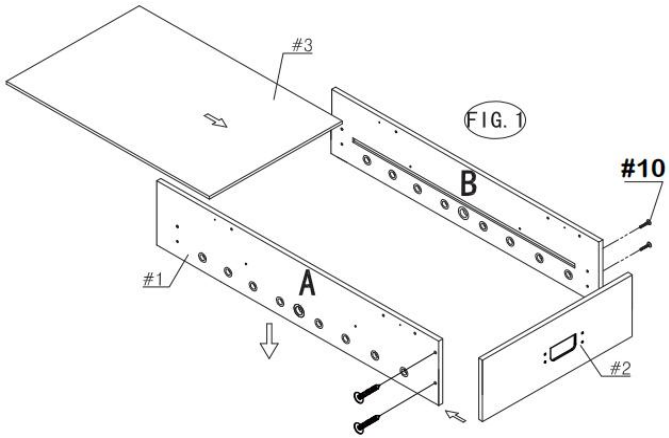

FIG.2.
6) Posizionare la staffa di supporto (#7) sul piano di gioco (#3) come mostrato in FIG.2. Fissarla utilizzando quattro di Viti con testa a rondella (n. 12).